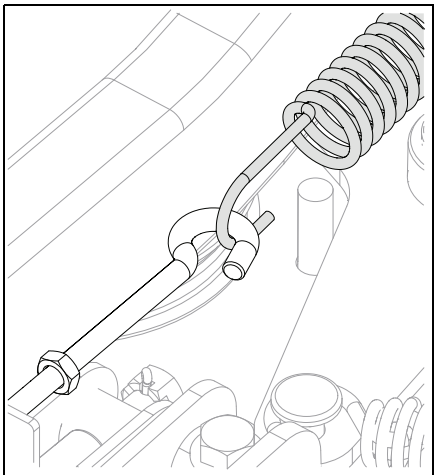

Figure 65
4. Raise deck to transport position and reconnect lift-assist springs. See Figure 65.